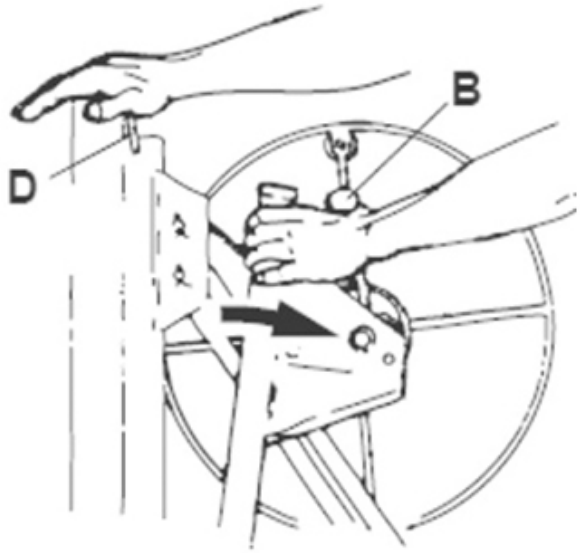

FIG. 3
- Tirez le gouvernail vers le bas jusqu'à la position de travail (Fig. 3).
- Tournez légèrement le gouvernail dans le sens des aiguilles d'une montre pour vérifier que la poulie et les tiges télescopiques fonctionnent correctement (Fig. 3). Si vous ressentez une friction excessive lorsque vous soulevez les tiges télescopiques, utilisez un lubrifiant à base d'huile pour faciliter le mouvement des mécanismes.
- Appuyez sur les tiges télescopiques avec votre main pour vous assurer qu'elles sont complètement rétractées avant de poursuivre l'assemblage (D, fig.3).